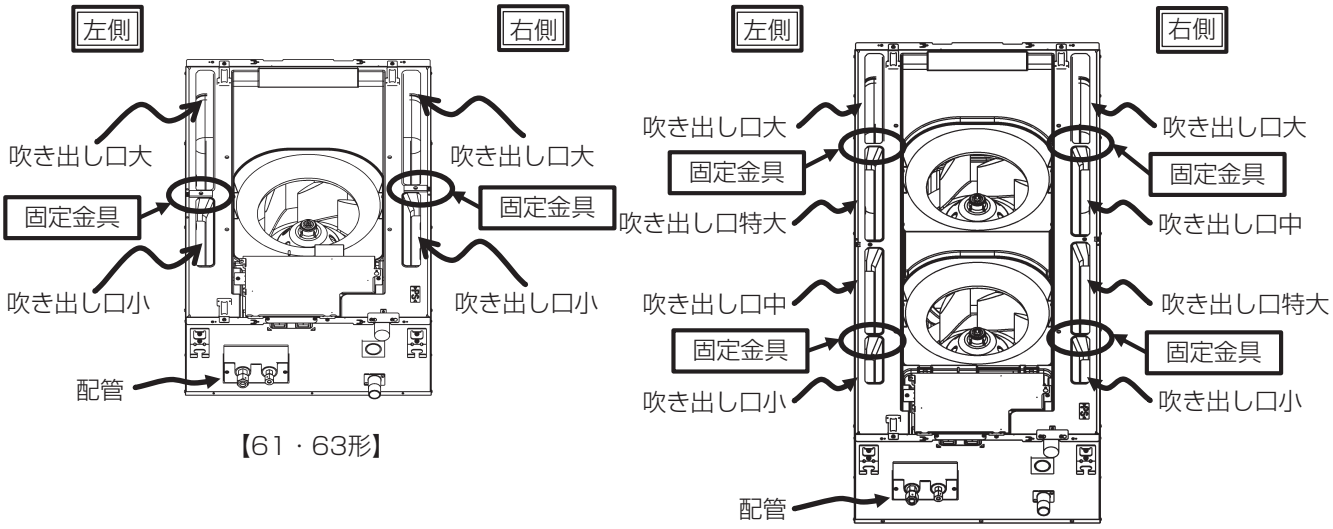
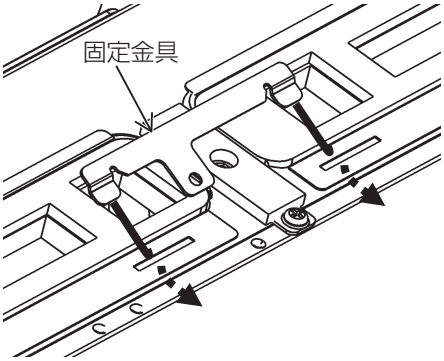

図1　室内ユニットを床に置いた様子　　【64形】
図4 固定金具の取付け
- 右側および左側は室内ユニットの吹き出し口を上にして床に置き、配管側から見た状態の位置を示しています（図 1 参照）
- 吹き分けプレートの調整を行う前に必ず吹き分けプレートと吹き出し口のサイズを確認してください（図 1 参照）
- 吹き分けプレート 2 個の間にある角穴部に固定金具を挿入し、吹き分けプレートを室内ユニットの吹き出し口に挿入します。（図 4 参照） 吹き分けプレート固定位置は 61･63 形は 1 ヵ所、64 形は 2 ヵ所あります（図 1 固定金具部参照）